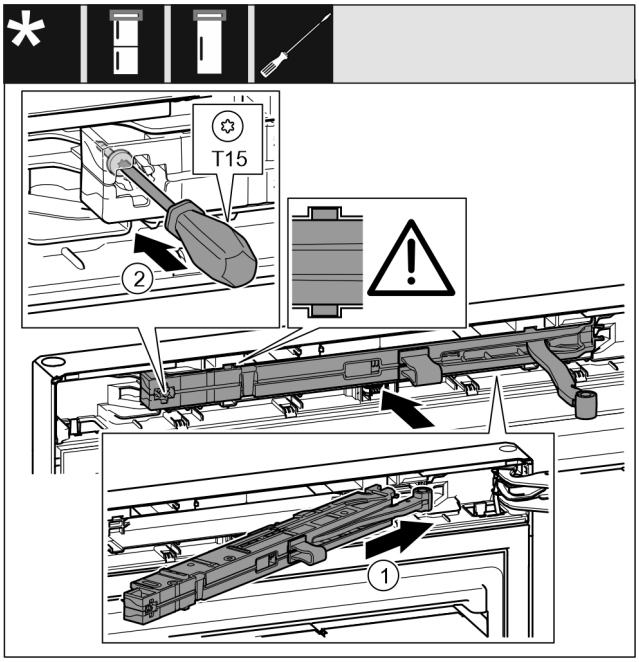

Fig. 71
- ▶ Pe partea suportului de lagăr împingeți înclinat unitatea amortizorului de închidere *Fig. 71 (1)* până la opritor în degajare.
- ▶ Înșurubați ferm șurubul *Fig. 71 (2)* cu o șurubelniță.